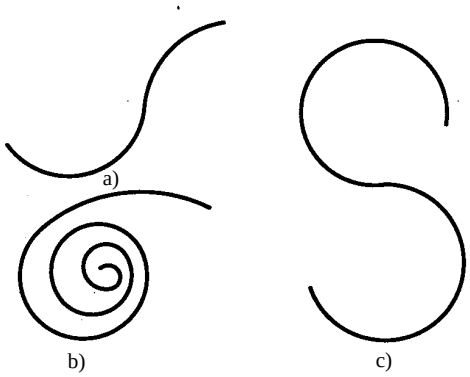

图2-22 练习5a图
a. 用Center, Start, Angle选项和Continue选项完成图2-22所示图形。